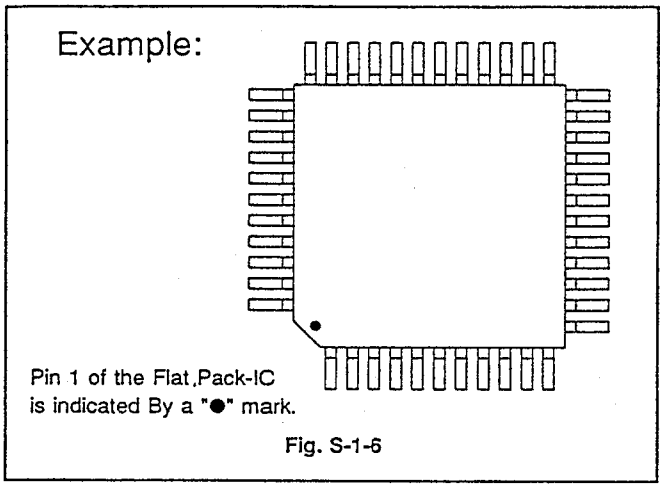
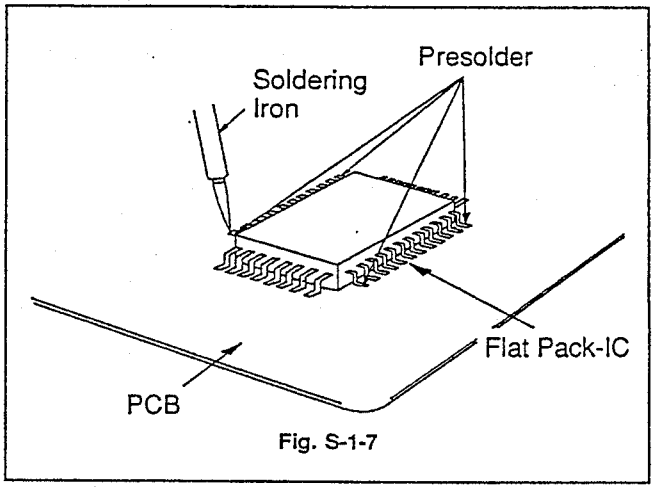

Fig. S-1-6
Fig. S-1-7
(2)The "●" mark on the flat pack-IC indicates pin 1. (See Fig. S-1-6) Be sure this mark matches the 1 on the PCB when positioning for installation. Then pre - solder the four corners of the flat pack-IC (See Fig. S-1-7).